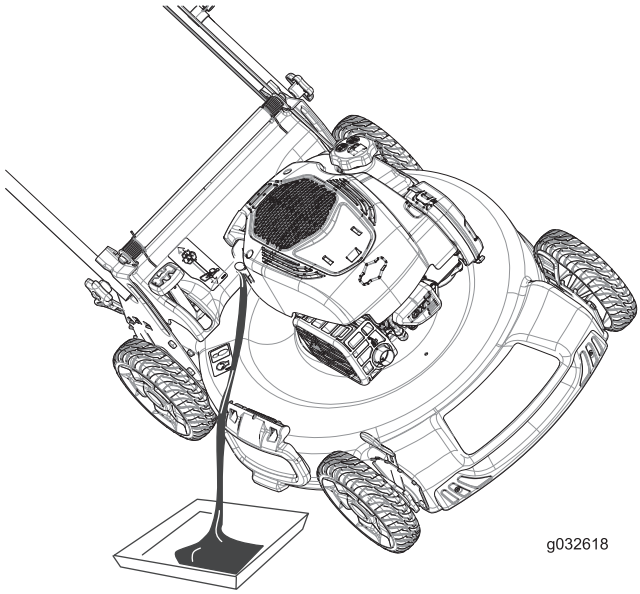

Bild 32
3. Kippen Sie den Rasenmäher seitlich (Luftfilter nach oben), um das Altöl über den Öleinfüllstutzen abzulassen (Bild 32).